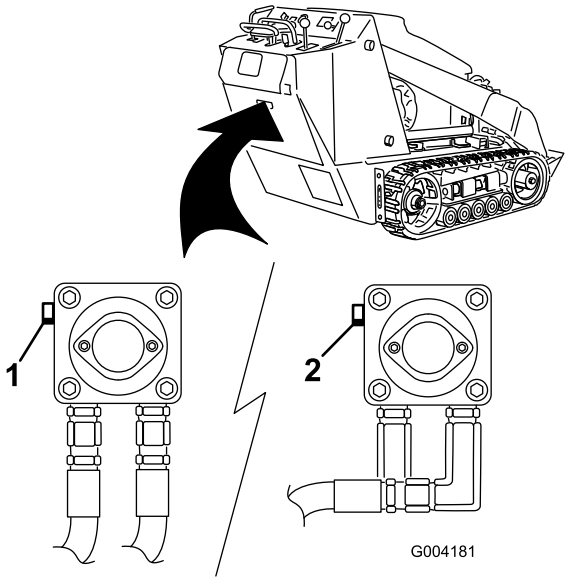

Figuur 22
3. Gebruik een steeksleutel om de sleepkleppen op de hydraulische pompen tweemaal linksom te draaien (Figuur 22).